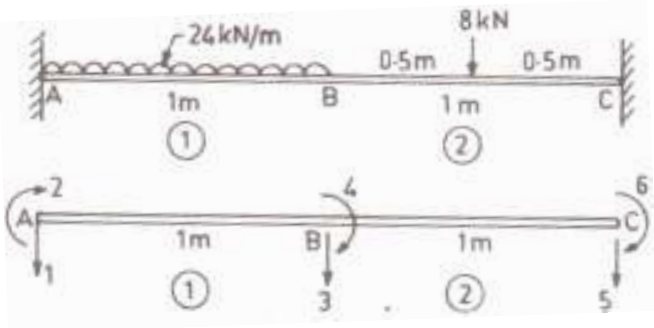

Figure 8
Q.5 **(a)** For a fixed beam shown in Fig. 8, obtain the displacements at point B. Using these displacements, find the forces acting on each element. Assume EI = unity **10**